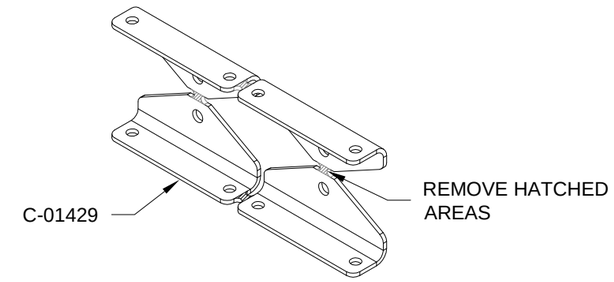

FIGURE 3: SEPARATE LATCH BELLCRANK ANGLES
Step 10: Separate the C-01429 Latch Bellcrank Angles as shown in Figure 3.